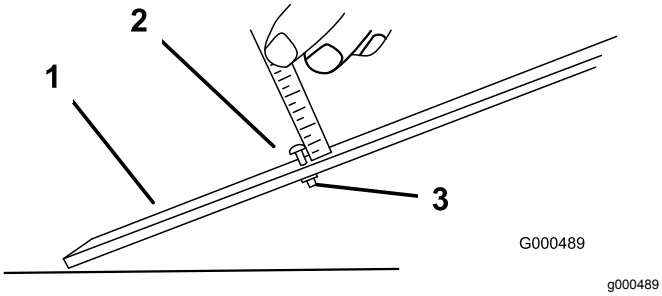

Figur 55
3. Lossa muttern på mätstången (Figur 55) och ställ in justerskruven på önskad klipphöjd. Avståndet mellan skruvhuvudets nedersta del och stångens ovansida är lika med klipphöjden.